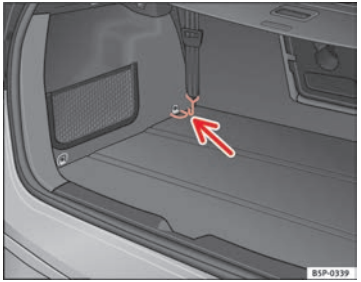

Fig. 126 Fastening rings for the separation net
– Hook the belts into the front fastening rings to tense the net ⇒ Fig. 126. ■